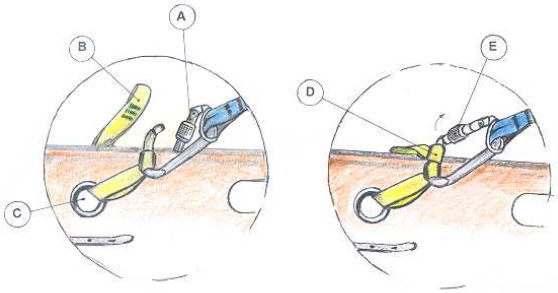

FIG 2 FIG 3
Ouvrir le mousqueton (A) comme indiqué dans le fig. 2 , enlever la partie (B) de la fixation du mousqueton et le passer à travers le trou métallique de la barquette (C) . Remettre (B) sur le mousqueton , comme indiqué dans la Fig.3 . Refermer la partie du mousqueton et sécuriser l'ensemble en tournant la bague (E) dans le sens de la flèche.